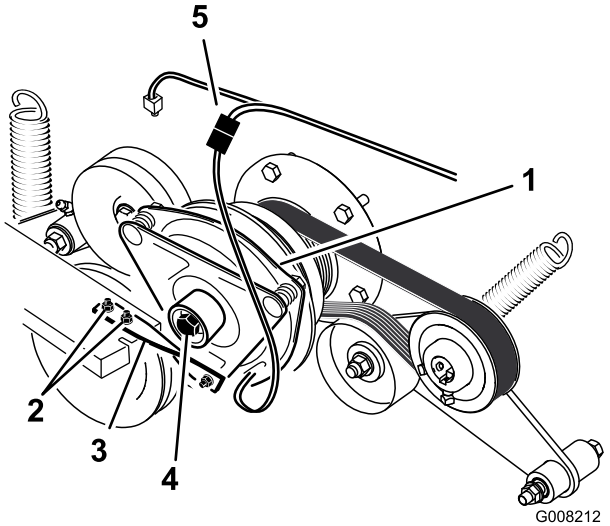

Figura 53
6. Desenchufe el conector eléctrico del embrague (Figura 53).
7. Retire los dos pernos que sujetan la correa de goma del embrague al bastidor del cortacésped (Figura 53).
8. Retire el perno central que sujeta el embrague al eje del motor, y retire el embrague y la chaveta (Figura 53).
15. Sujetando el cigüeñal en la parte trasera de la máquina, instale el perno central y apriételo a 68 Nm (Figura 53).
16. Instale la correa de goma del embrague al bastidor del cortacésped con los dos pernos y tuercas que se retiraron anteriormente (Figura 53).
18. Enchufe el conector eléctrico del embrague (Figura 53).